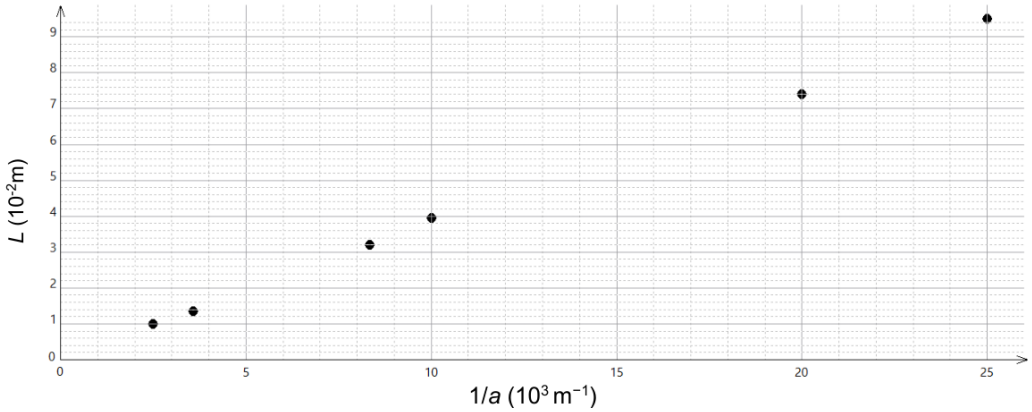

Figure 3 – Représentation graphique de L en fonction de 1/a
Q.4. Justifier que les résultats expérimentaux de la figure 3 sont compatibles avec la modélisation $L = k \times \frac{1}{a}$ où k est une constante. 2
Les points expérimentaux représentés sur le graphique $L = f(1/a)$ (figure 3) sont alignés le long d'une **droite qui passe par l'origine**. Cela confirme la relation de proportionnalité de la forme $L = k \cdot \frac{1}{a}$, où k est une constante.